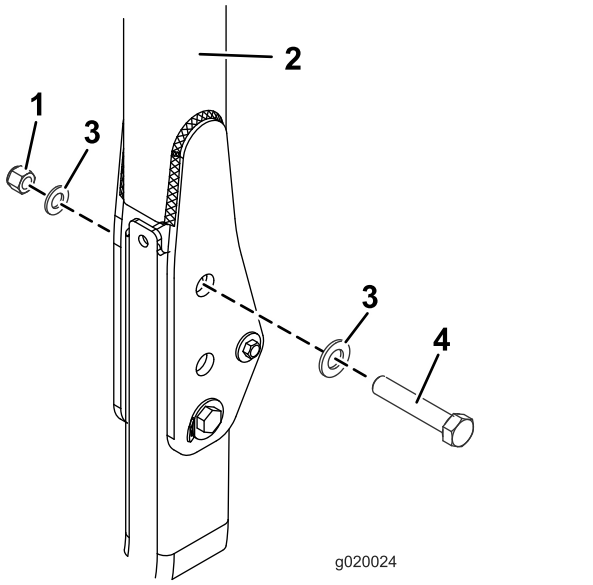

Bild 19
3. Legen Sie eine Scheibe (13/16" x 1½") auf jede Schraube (¾" x 4"), wie in Bild 19 abgebildet.
4. Setzen Sie die Schrauben und Scheiben in die Löcher ein, aus denen Sie die Stifte entfernt haben (Bild 19).
5. Legen Sie eine weitere Scheibe auf jede Schraube und befestigen sie mit einer Mutter (¾"), wie in Bild 19 abgebildet. Ziehen Sie die Muttern bis auf 323-396 N·m an.
6. Ziehen Sie die Drehschraube am Überrollschutz (Bild 19) mit 91-113 N·m an, damit der Überrollbügel und das Sonnendach nicht springen.